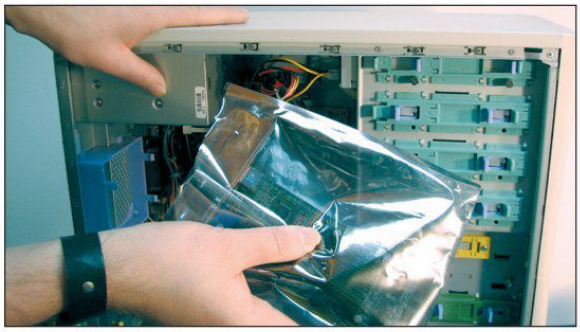

Bild 2: Potenzialausgleich herstellen
3. **Bild 2** zeigt eine Vorsichtsmaßnahme, die beim Einbauen einer Steckkarte durchgeführt werden soll. Begründen Sie die Vorgehensweise.